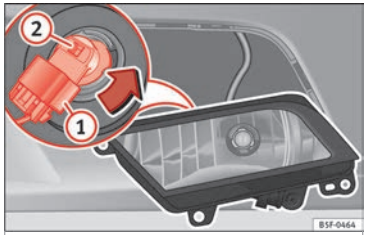

Fig. 114 Faro antiniebla.
– Extraiga el conector ››› **fig. 114** ① de la lámpara.
– Gire el portalámparas ››› **fig. 114** ② a la izquierda y tire.